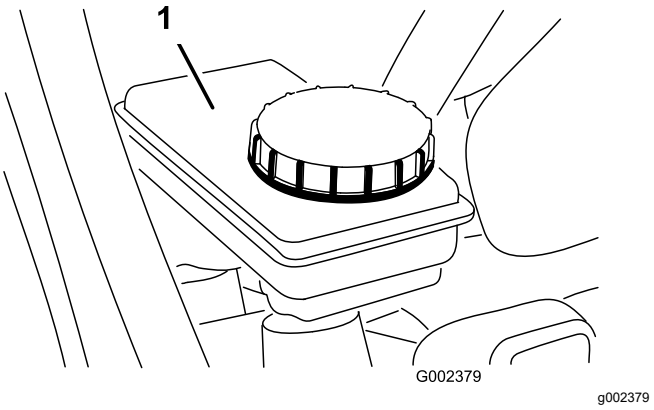

Bild 55
5. Der Flüssigkeitsstand sollte bis zur Voll-Markierung am Behälter reichen (Bild 55).
6. Wenn der Flüssigkeitsstand niedrig ist, reinigen Sie den Bereich um den Deckel, nehmen Sie den Behälterdeckel ab und füllen Sie den Behälter mit der angegebenen Bremsflüssigkeit auf den richtigen Stand auf (Bild 55).